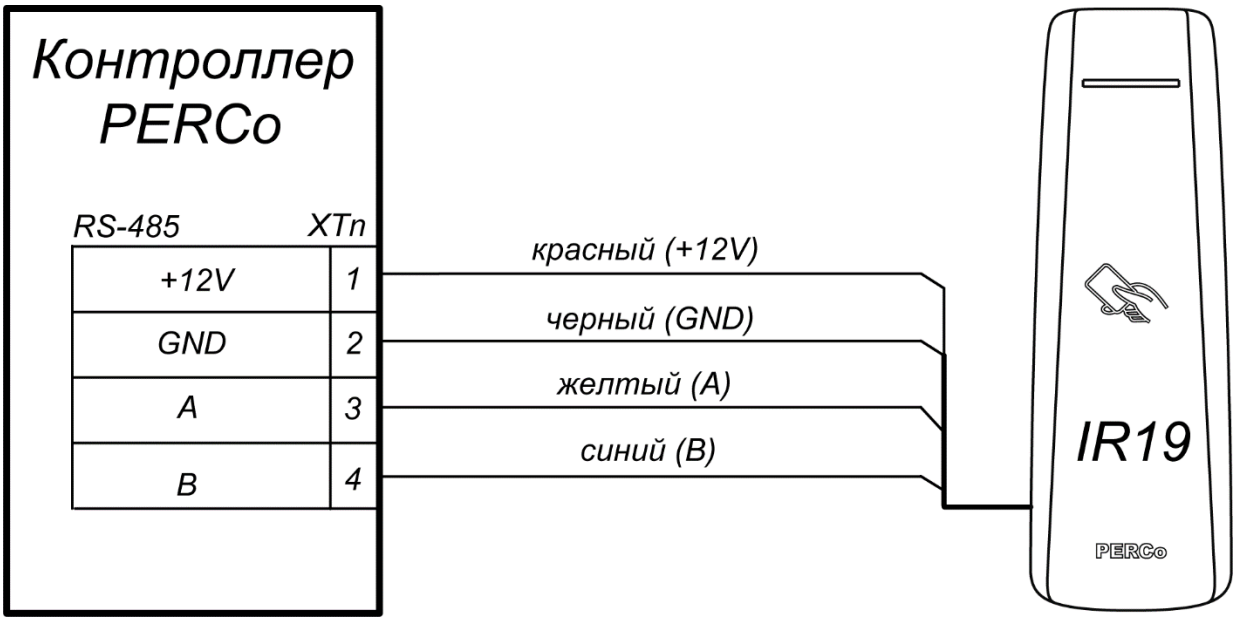

Рисунок 3. Схема подключения считывателя к контроллеру *PERCo* с использованием интерфейса *RS-485*
Индикаторы считывателя предназначены для отражения событий и состояний считывателя и контроллера СКУД. Управление индикацией считывателя контроллером СКУД осуществляется командами по интерфейсу *RS-485* (схему подключения см. на рис. 3).
8. Проложите кабель, закрепите его и подключите к контроллеру исполнительного устройства (схему подключения смотри на рис. 3 и 4 в руководстве по эксплуатации на